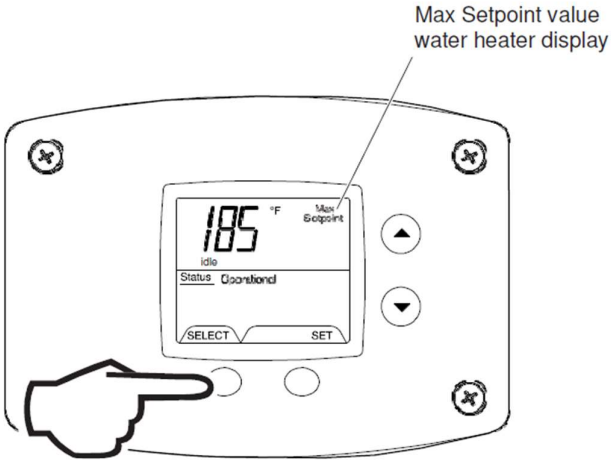

Fig. 36
1. Max Setpoint (Display/Change) (Fig. 36).